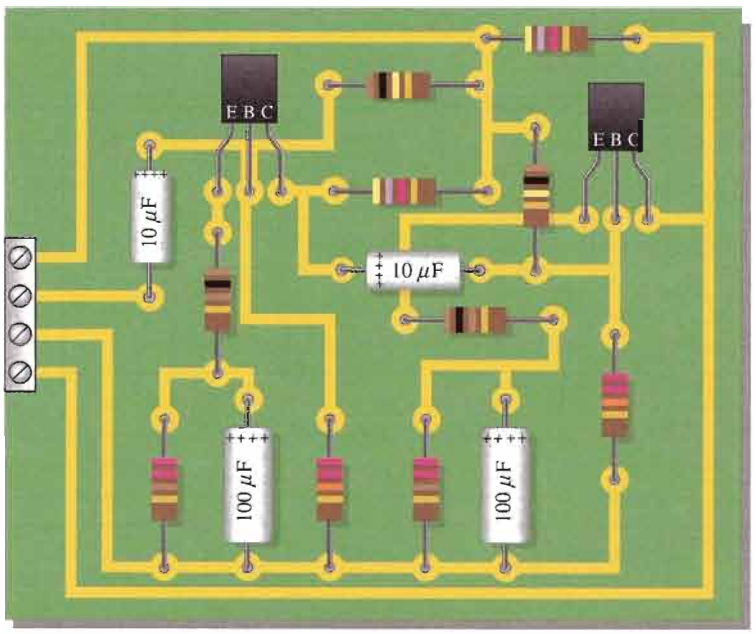

FIGURE 10–46
- Indicate the point-to-point hookup with the circled numbers for the circuit board and measuring instruments on the test bench setup of Figure 10–48.
Frequency response measurements of the amplifier circuit board are shown in Figure 10–49.